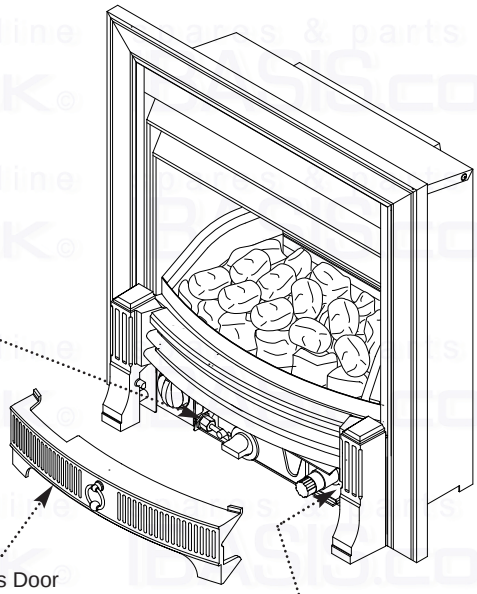

Fig. 25
2. Lift the controls access door away from the fender assembly (Fig. 25).